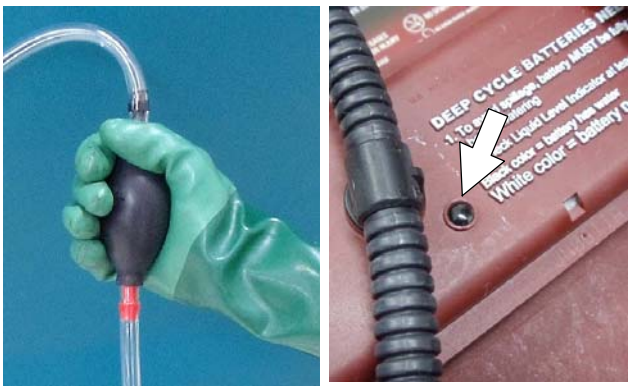

FIG. 141
5. Squeeze the bulb on the hand pump hose until firm (Figure 141). The level indicators will turn black when full.